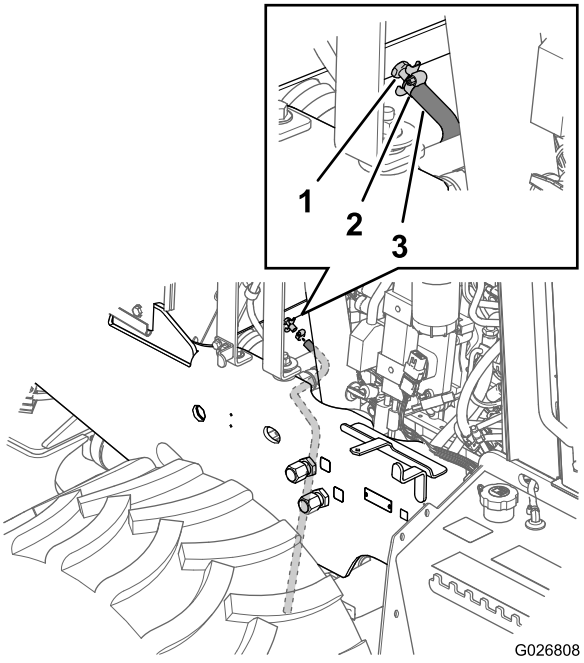
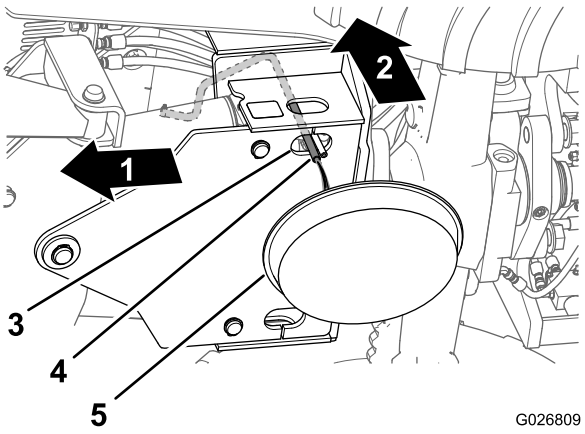
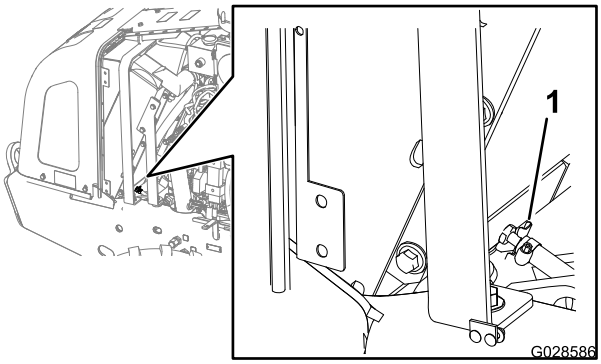

Figura 98
Figura 99
Figura 100
4. Conecte una manguera resistente al refrigerante de 3/8 x 30 pulgadas sobre la salida de la válvula de vaciado del radiador (Figura 98).
5. Sujete la manguera a la válvula de vaciado con una abrazadera (Figura 98).
6. Enrute la manguera hacia abajo y a través del orificio de la placa de montaje inferior de la cuchilla de relleno (Figura 99).
7. Coloque un recipiente de vaciado con capacidad mínima de 23 L (6 galones) debajo del extremo abierto de la manguera de vaciado (Figura 99).
9. Cierre la válvula de vaciado (Figura 100).
10. Retire la manguera de vaciado y la abrazadera (Figura 98 y Figura 99).
A. Asegúrese de que el radiador ha sido vaciado de refrigerante y que la válvula de vaciado está cerrada (Figura 100).
D. Abra el tapón de vaciado y drene la solución de limpieza en un recipiente (Figura 98 y Figura 100).
E. Cierre la válvula de vaciado (Figura 100).
C. Abra la válvula de drenaje (Figura 100) y drene el agua en un recipiente de vaciado.